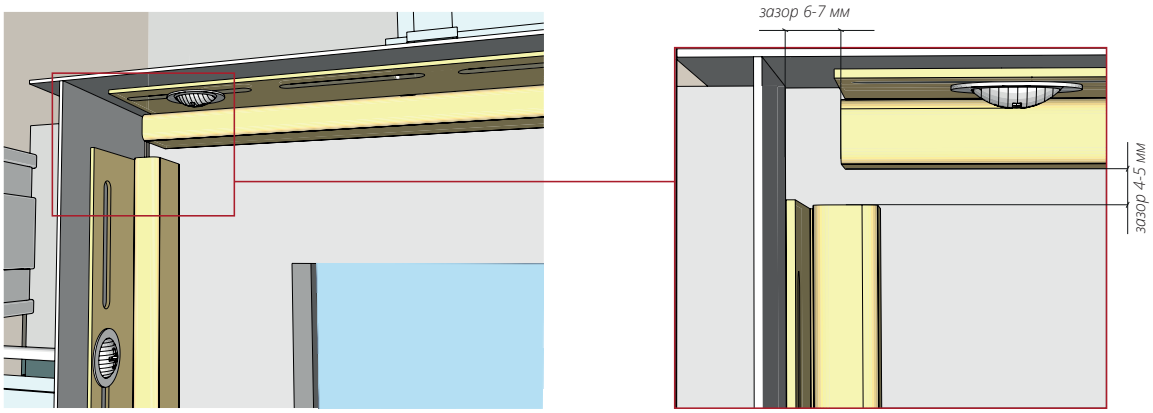
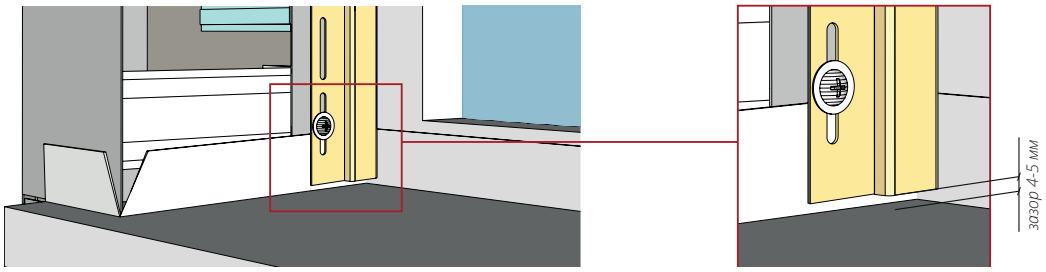

Рисунок 45
Рисунок 46
15.2 Согласно общим правилам монтажа, смонтируйте верхнюю горизонтальную финишную планку с зазором 6-7 мм с обеих сторон (рис. 45). Далее смонтируйте левую и правую финишные планки вертикально с зазором в верхней и нижней части 4-5 мм (рис. 45,46). В нижней части финишная планка должна быть подрезана параллельно отливу (рис. 46).